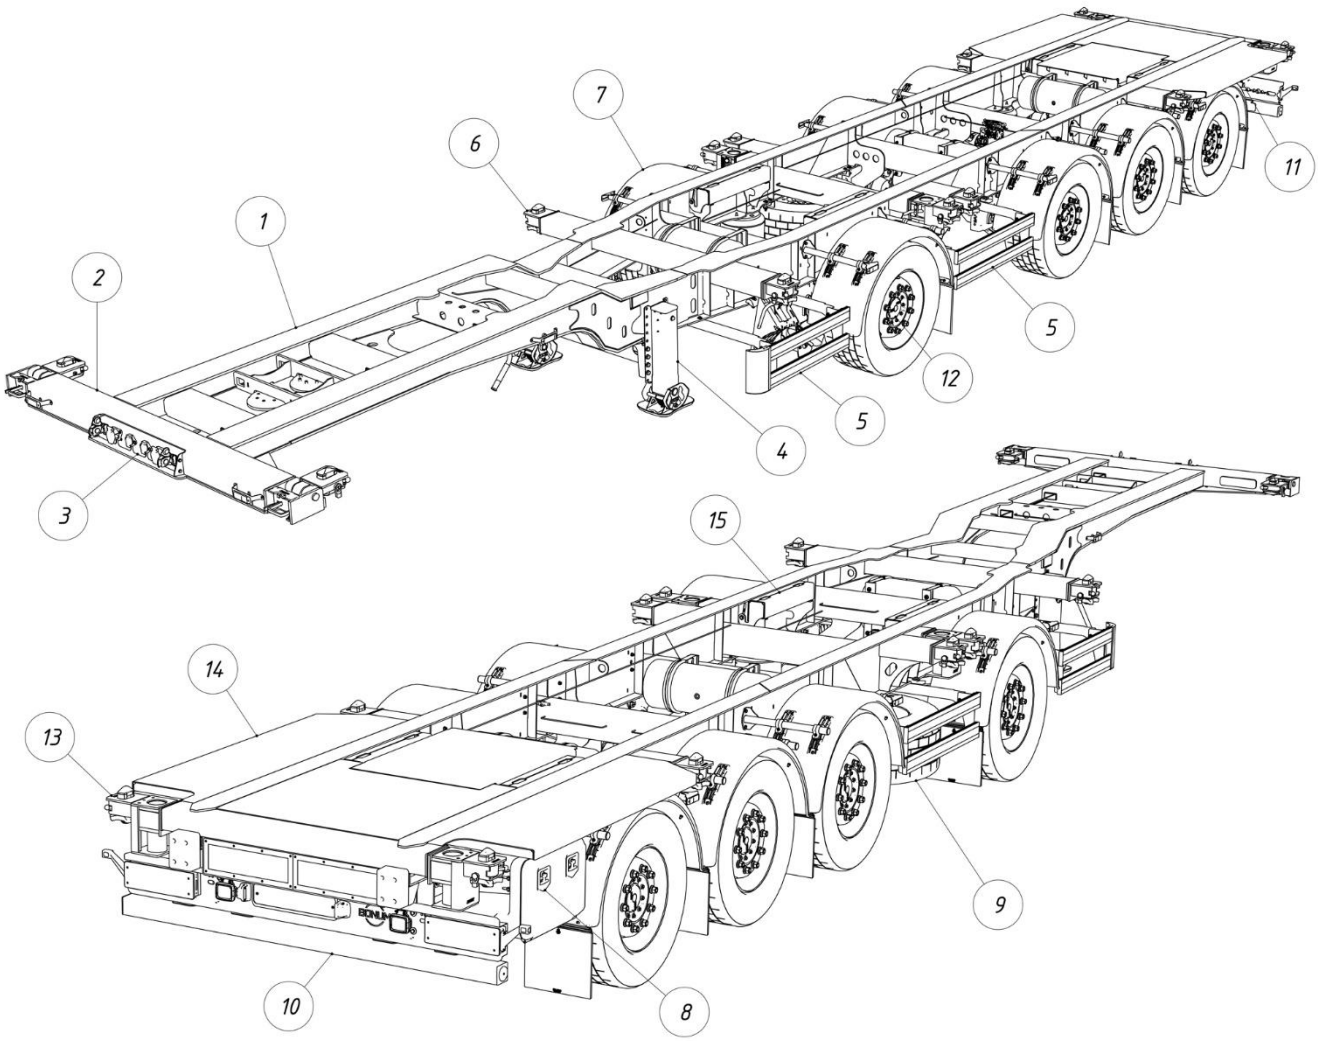

Рис. 1.1 – Общее устройство полуприцепа
Общее устройство полуприцепа приведено на рис. 1.1
На рис. 1.1 представлено общее устройство полуприцепа и его основные элементы: рама (1), передняя балка с откидными замками (2), панель пневмо- и электророзеток (3), опорное устройство (4), боковая защита (5), балка со стандартными замками (6), крыло с брызговиком (7), инструментальный ящик (8), корзина запасного колеса (9), заднее защитное устройство (10), пульт управления пневмоподвеской (11), пневмоподвеска с осями и колёсами (12), балка с регулируемыми замками (13), задняя площадка (14), упор под контейнер (15).